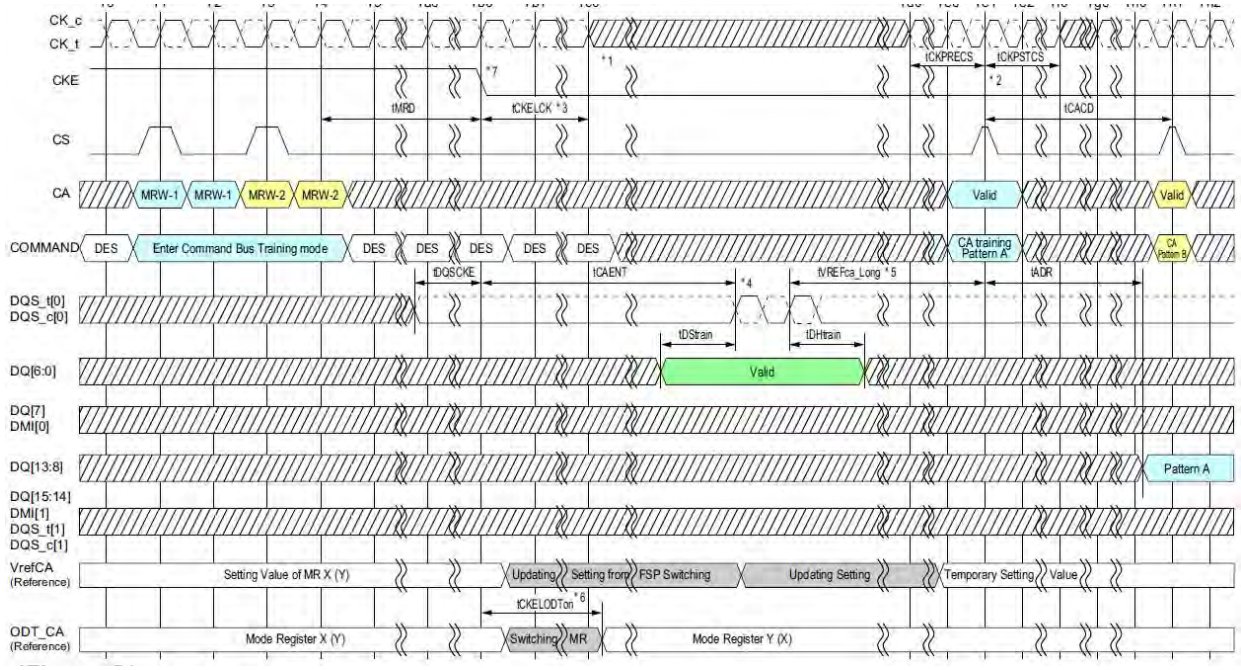

Figure 99 - Entering Command Bus Training Mode and CA Training Pattern Input and Output
The LPDDR4-SDRAM uses Frequency Set-Points to enable multiple operating settings for the die. The LPDDR4-SDRAM defaults to FSP-OP[0] at power-up, which has the default settings to operate in un-terminated, low-frequency environments. Prior to training, the mode register settings should be configured by setting MR13 OP[6]=1B (FSP-WR[1]) and setting all other mode register bits for FSP-OP[1] to the desired settings for high-frequency operation. Prior to entering Command Bus Training, the SDRAM will be operating from FSP-OP[x]. Upon Command Bus Training entry when CKE is driven LOW, the LPDDR4-SDRAM will automatically switch to the alternate FSP register set (FSP-OP[y]) and use the alternate register settings during training (See note 6 in Figure 99 for more information on FSP-OP register sets). Upon training exit when CKE is driven HIGH, the LPDDR4-SDRAM will automatically switch back to the original FSP register set (FSP-OP[x]), returning to the "known-good" state that was operating prior to training. The training values for VREF(CA) are not retained by the DRAM in FSP-OP[y] registers, and must be written to the registers after training exit.